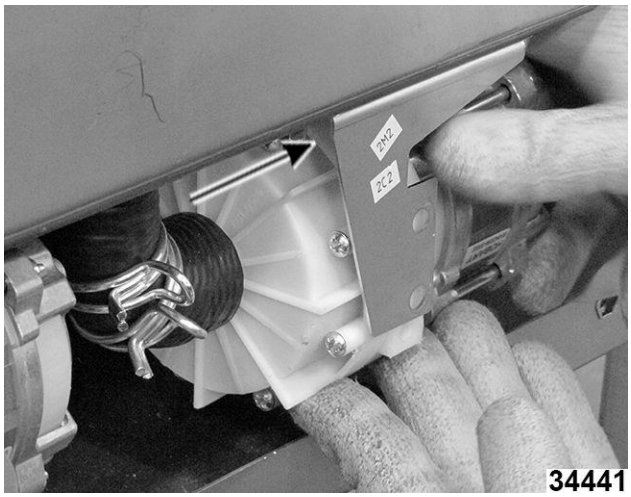

Fig. 120
4. Mueva la bomba hacia atrás y retire la manguera de entrada. Fig. 120